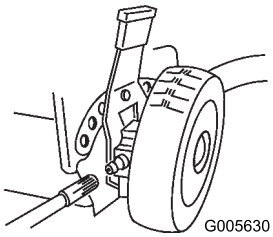

Figur 34
1. Tørk av smøreniplene på de bakre justeringene for bakhjulshøyde med en ren fille (Figur 34).